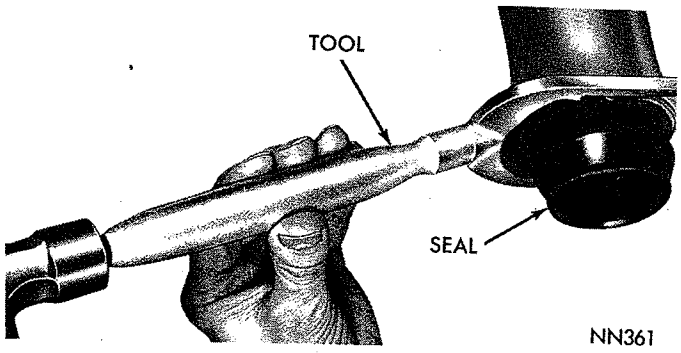

*Fig. 9—Removing Extension Housing Yoke Seal*
(2) Remove the extension housing yoke seal (Fig. 9) with Tool C-3994 or C-3985.